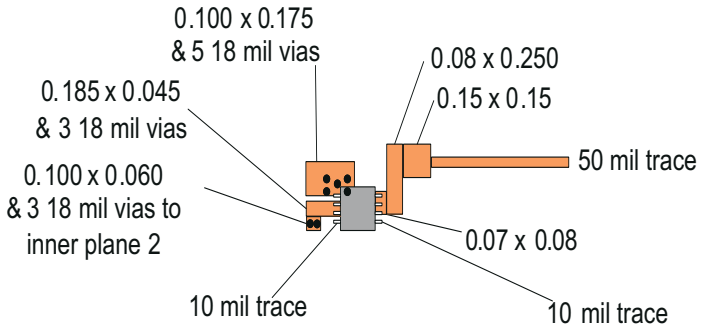

図 10-4. DGK パッケージの PCB レイアウト例
TI では、熱インピーダンスを低くするために DGN パッケージ パッドを回路基板上の銅箔ベタおよびビアに半田付けすることを推奨していますが、これが望ましくない場合があります。たとえば、IC の下に配線領域を確保したい場合があります。このような用途のために、PowerPAD (DGK) のないパッケージが用意されているデバイスもあります。パッドが半田付けされておらず、追加銅なしの DGN パッケージの θ_{JA} は、0.5A および 1A 定格の部品で約 141°C/W、1.5A および 2A 定格部品で 139°C/W です。図 10-4 に従って取り付けられた DGK パッケージの θ_{JA} は、110.3°C/W です。これらの値は、最大接合部温度を算出する際に 式 1 で使用されます。
- 図 10-4 DGK パッケージの PCB レイアウト例を追加 22